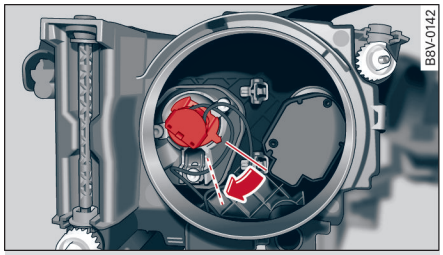

图 251 灯壳：插入灯泡
- 装入灯泡，使插头上的凸鼻位于 4 或 5 点的时针位置 ⇨ *图 251* ⇨ ⚠，*在概述中，见第 195 页*。